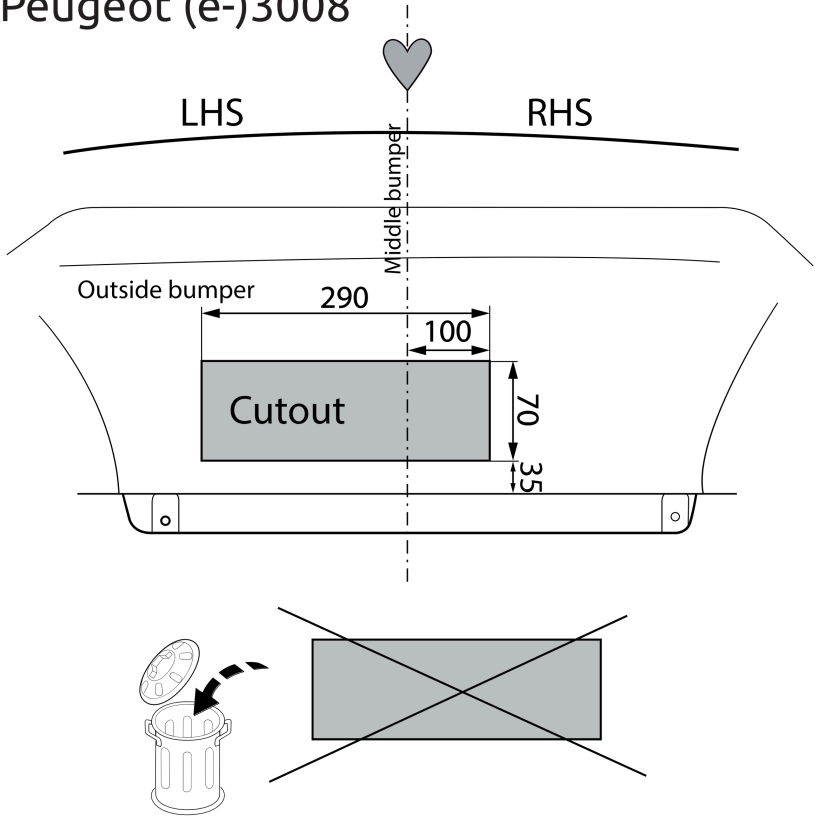

Fig. 4
9. Выпилить обозначенные части, как указано на рис. 4, 5, 6 & 7.